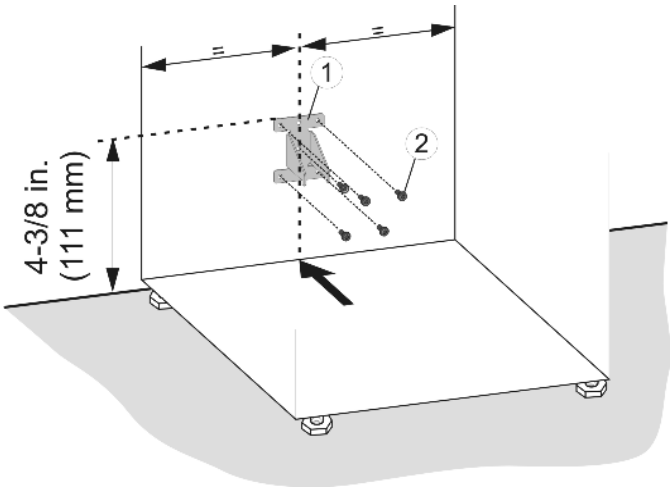

Fig. 21
- ▶ Install the anti-tip device *Fig. 21 (1)* using appropriate screws *Fig. 21 (2)*.